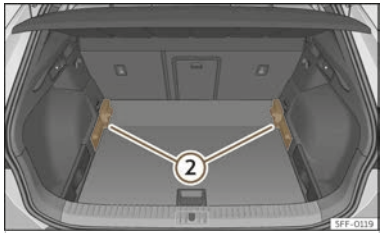

Fig. 195 Variable luggage compartment floor: low position.
- To move from the low position to the high position, lift the floor using the handle ››› **Fig. 194** ①, and pull it back until the front of the floor has fully passed the supports ››› **Fig. 195** ②.
- Move the floor forward over the supports as far as the rear seat backrest and then lower the floor with the handle ①.
- To move from the high position to the low position, lift the floor using the handle ››› **Fig. 194** ①, and pull it back until the front of the floor has fully passed the supports ››› **Fig. 195** ②.
- Now let the front part fall to the floor and slide the floor forwards as far as the rear seat backrest; lower the floor at the same time with the handle ①.